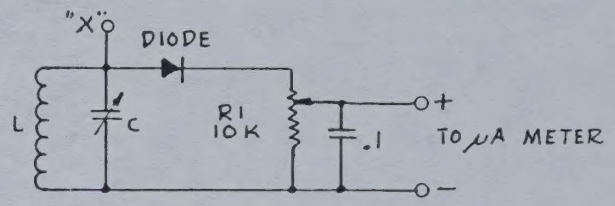
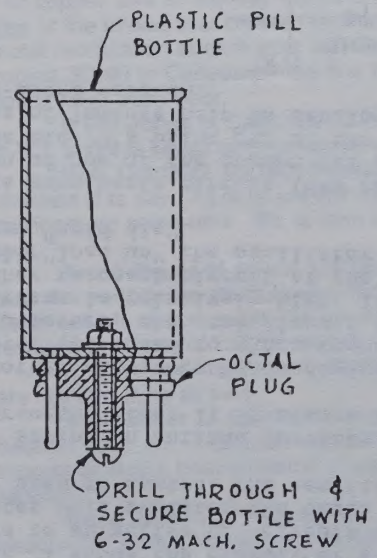

Fig. 1
Fig. 3
Fig. 1 shows the circuit of a simple meter. When the coil (L) is coupled to an active L/C circuit and tuned to the same frequency, the meter will register the basic frequency. The 10 K potentiometer (R1) is used to control the sensitivity.
In Fig. 1, The tuned circuit L & C should be resonant througth the desired frequency range. I suggest the use of a germanium diode as they appear more sensitive than the other types. The 10 K potentiometer is used as a sensitivity control for the microammeter. The meter can be external or built in to the device.
As in the Absorbtion meter Fig. 1, Coil L and its tuning capacitor Cla & Clb has to be resonant through the desired frequency range. I used a two gang BC superhet variable capacitor. The smaller capacity of the two gangs is used for the medium freq. range. I SPST slide switch is used to engage the larger capacitor across the smaller size for the low freq. range.
There are other uses for the meter such as a signal generator and I suggest that an article by Doug DeMaw (W1FB) in the Jan. '90 issue of the Monitoring Times be reviewed. It is titled "Dip Meters and How to Use Them". There is an error in the editing as Fig. 3 is shown as a repeat of Fig. 1 and not on how to couple same to toroid coils. Link coupling has to be used.
If you do not have a source for plug-in coils, they are easy to make as shown in Fig. 3. A pill bottle (plastic) courtesy of your local friendly druggist can be bolted to an octal plug.